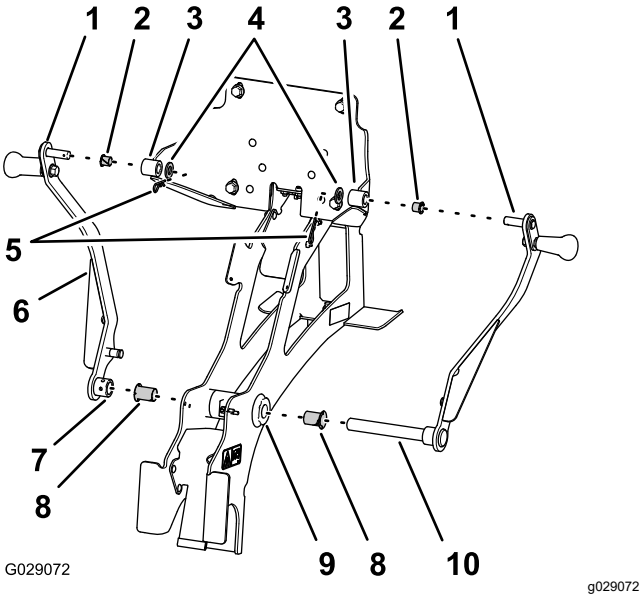

Rysunek 6
1. Wsuń tuleję kołnierzową (średnica wewnętrzna ¾ cala) do każdego końca rury osi obrotu w głównej ramie wsporczej (Rysunek 6).
2. Wsuń tuleję kołnierzową (średnica wewnętrzna ½ cala) w lewą i prawą piastę płyty tylnej (Rysunek 6).
3. Zamontuj dolny sworzeń osi obrotu prawego ramienia łoża przez tuleję kołnierzową po prawej stronie rury osi obrotu i osi (Rysunek 6).
4. Zamontuj górny sworzeń osi obrotu prawego ramienia łoża przez prawą piastę płyty tylnej (Rysunek 6).
5. Zamocuj górny sworzeń osi obrotu do płyty tylnej za pomocą podkładek (½ cala) i zawleczki (Rysunek 6).
6. Zamontuj piastę lewego ramienia łoża na końcu dolnego sworznia osi obrotu prawego ramienia łoża wysuniętego w lewo od lewej tulei kołnierzowej w rurze czopa (Rysunek 6).
7. Zamontuj górny sworzeń osi obrotu lewego ramienia łoża przez lewą piastę płyty tylnej (Rysunek 6).
8. Zamocuj górny sworzeń osi obrotu lewego ramienia łoża do płyty tylnej za pomocą podkładki (½ cala) i zawleczki (Rysunek 6).